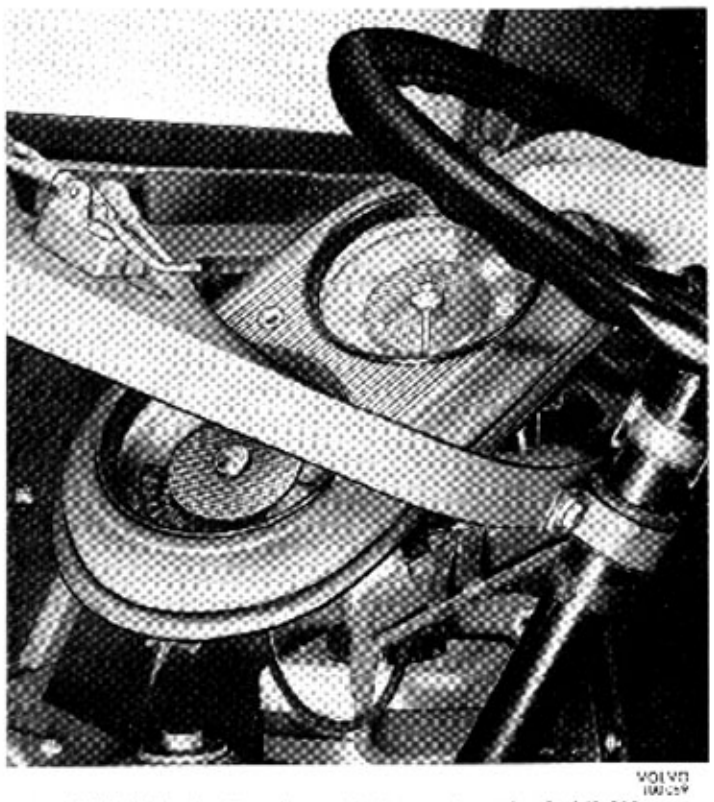

Bild 91-3. Borttagning av instrumentpanel, pltgbil 903
4. Tag bort instrumentpanelen enligt bild 91-3. Lossa eventuella ledningar som hindrar arbetet med panelen. Märk ledningarna före demonteringen.